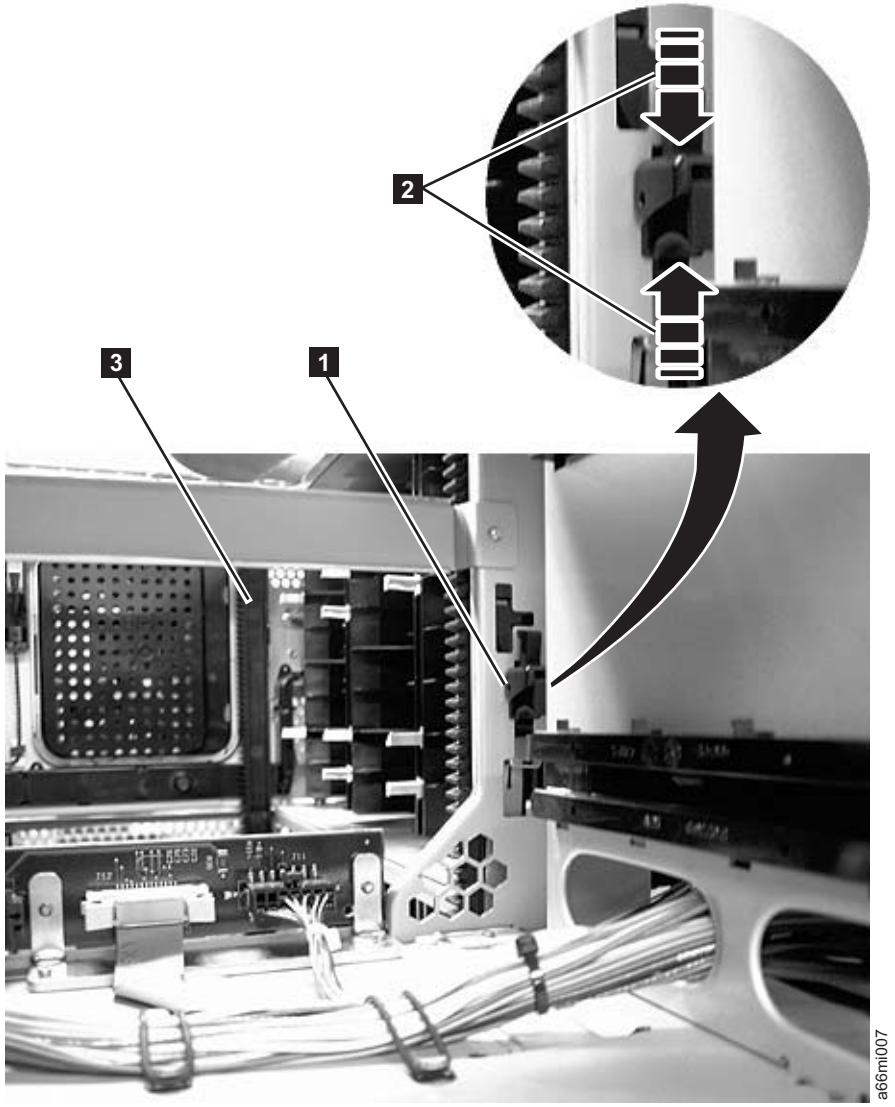

Figure 7-2. Gear racks and gear rack locking mechanism
3. Disengage the rear (**1** in Figure 7-2) and front (**3** in Figure 7-2) gear racks in the control module. While pinching the gear rack locking mechanism (**2** in Figure 7-2), push the gear rack up until it locks in place. To release the gear rack and move it up, perform the following steps.